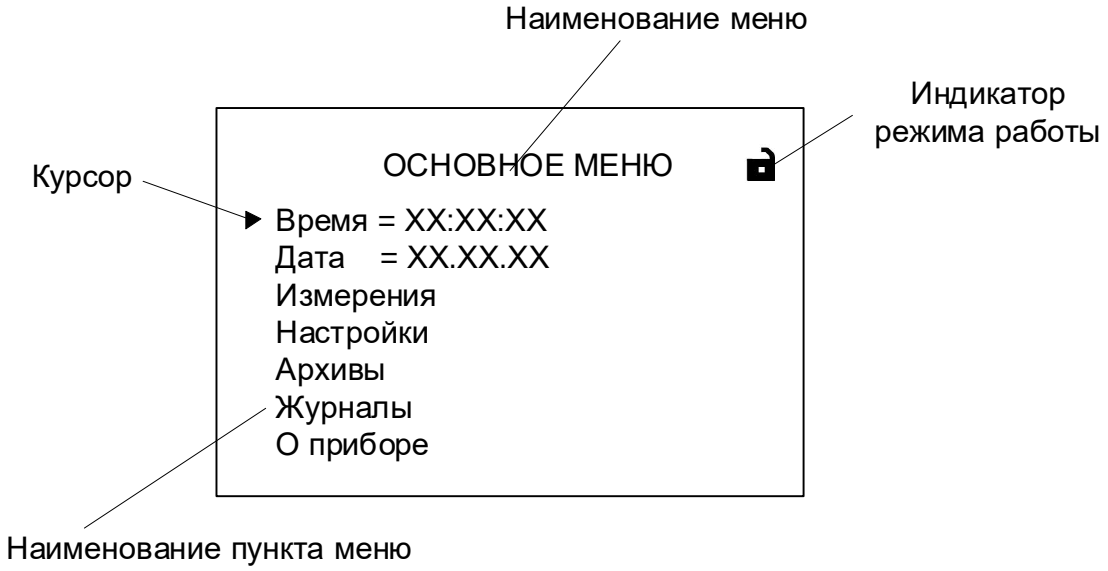

Рисунок 16 - Вид основного меню расходомера.
4.1.3 Окно индикации меню (рисунок 16) содержит: